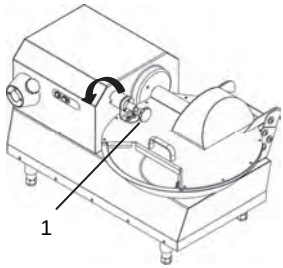

Abb. 6.3.1
3. Den Deckel schließen und mit dem Knopf „1“, Abb. 6.3.1, verriegeln
5. Nach und nach von dem Produkt über die Zuführöffnung „2“, Abb. 6.3.1, dazugeben.
- Entriegelungsknauf des Deckels entgegen Uhrzeigersinn drehen 1 Abb. 6.3.1.